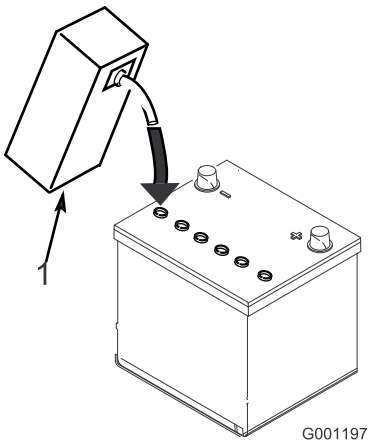

Figuur 4
3. Giet voorzichtig accuzuur in elke cel totdat de vloeistof ongeveer 6 mm boven de platen staat (Figuur 4).
4. Laat de platen ongeveer 20 tot 30 minuten weken in het accuzuur. Vul indien nodig bij totdat het accuzuur ongeveer 6 mm van de onderkant van de vulbuis staat (Figuur 4).